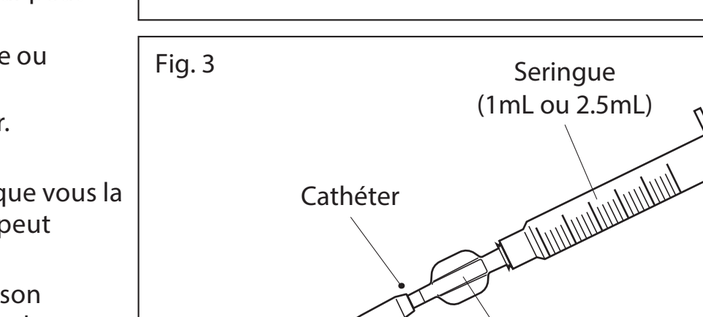

Fig. 2
4. Lorsque l'on donne forme à ce cathéter par la vapeur, insérez le mandrin de mise en forme fourni dans l'extrémité distale du cathéter et modelez-le doucement pour obtenir l'angle désiré. Ensuite, exposez l'extrémité à la vapeur pendant environ 10 secondes (Fig.2). Vérifiez la forme obtenue après avoir retiré le mandrin de mise en forme.